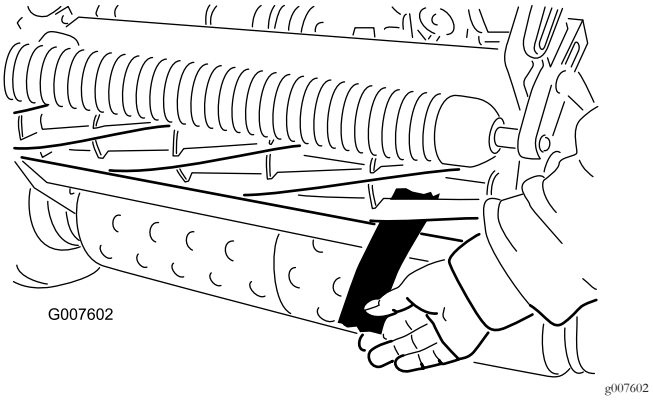

**Figur 47**
12. Afprøv klippeydelsen ved at indsætte en lang stribe klippeydelsespapir mellem knivcylinderen og bundkniven, vinkelret med bundkniven (Figur 47). Drej langsomt knivcylinderen fremad. Den bør klippe papiret.